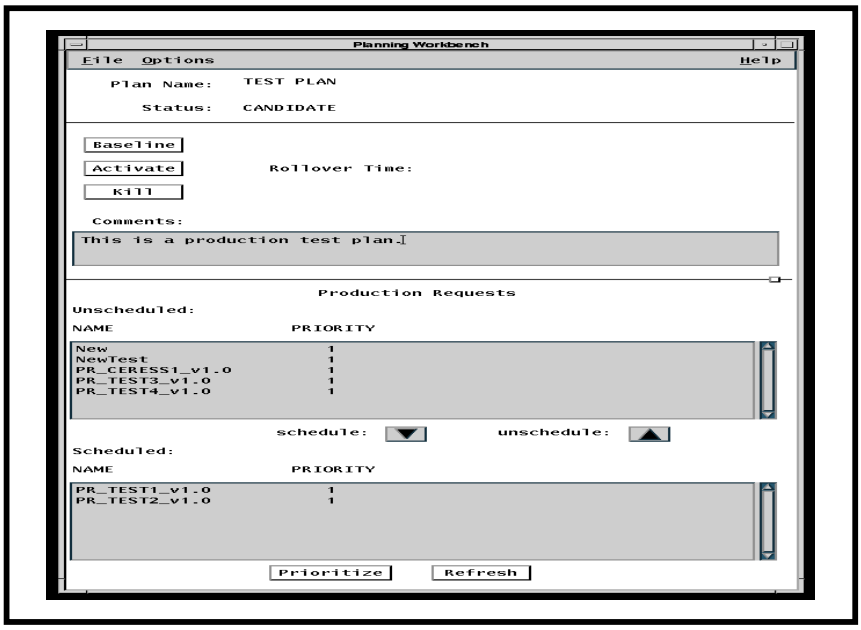

Figure 26.14.6-1. Planning Workbench GUI
- A Planning Workbench GUI will be appeared as shown in **Figure 26.14.6-1.**
Planning Workbench GUI is displayed (Figure 26.14.6-1)